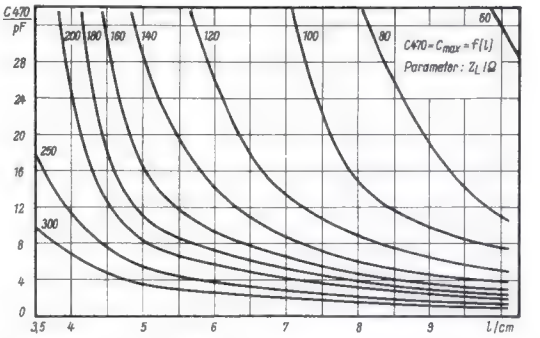
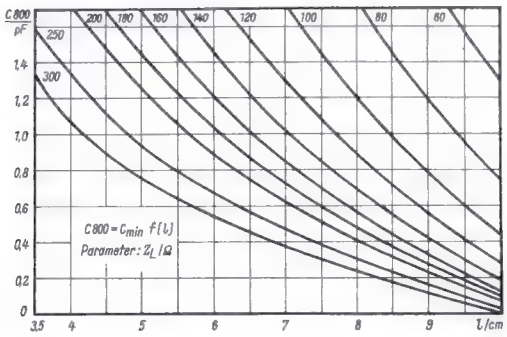
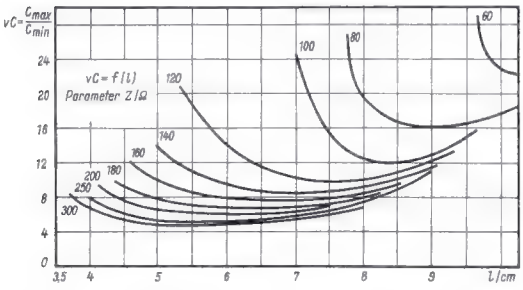

Bild 12. C_{max} als Funktion der Topfkreislänge für die Röhre PC 86
Bild 13. C_{min} als Funktion der Topfkreislänge für die Röhre PC 86
Bild 14. Kapazitätsvariation als Funktion der Topfkreislänge für die Röhre PC 86
Der Eingangsleitwert Y_E des Topfkreises muß dann bei Resonanz das konjugiert Komplexe des Röhrenausgangsleitwertes Y_{II} sein; $Y_{E\,470} = -j\,16$ mS und $Y_{E\,800} = -j\,30{,}45$ mS. Mit diesen Werten wurden die in *Bild 12* bis *14* dargestellten Diagramme nach Gleichung (8) ermittelt.
In Bild 12 und 13 ist $C_{max} = C_{470}$ und $C_{min} = C_{800}$ als Funktion der Topfkreislänge l dargestellt. Parameter ist der Wellenwiderstand Z_L des Topfkreises. In Bild 14 ist das Kapazitätsverhältnis
Nach Bild 12 ist für den Abstimmkondensator (bei 470 MHz) bei einer Topfkreislänge von l = 7 cm und einem Wellenwiderstand von $Z_L = 120\ \Omega$ eine Endkapazität von $C_{A\,470} = 13{,}55$ pF nötig.
Nach Bild 13 ist die Anfangskapazität (bei 800 MHz) für $Z_L = 120\ \Omega$ und l = 7 cm $C_{A\,800} = 1{,}31$ pF. Das Kapazitätsverhältnis erhält man aus Bild 14 bzw. durch Bilden von $v_c = \frac{C_{max}}{C_{min}}$ zu 1 : 10,35.
Wellenwiderstand und kürzere Topfkreislänge nach Bild 14 zum Beispiel folgende Topfkreisdimensionen ermitteln:
Um ein Kapazitätsverhältnis des Abstimmkondensators von 1 : 6,6 zu erhalten, braucht man nach Bild 14 eine Topfkreislänge von $l = 5$ cm bei $Z_L = 200\ \Omega$. Aus Bild 12 und 13 ergibt sich für diese Werte eine Anfangs- und Endkapazität von ca. 1,25 pF und ca. 8,2 pF. Einen Wellenwiderstand von $Z_L = 200\ \Omega$ würde man zum Beispiel sehr leicht durch einen gewendelten Innenleiter erreichen. Die Einbuße an Güte durch Leitungsdämpfung kann bei einer derartig hohen Güte des Topfkreises ($Q = 1000...1500$) auf Kosten des kleineren Kapazitätsverhältnisses und der größeren Abstimmsteilheit leicht in Kauf genommen werden.